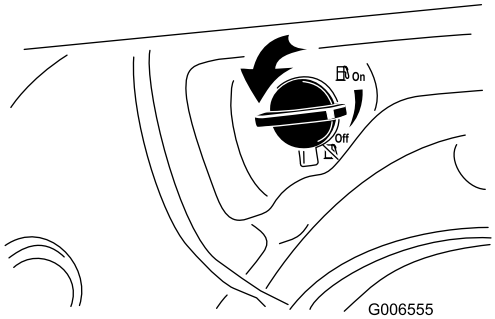

Figur 20
2. Drei drivstoffavstengningsventilen mot klokken 1/4 runde for å åpne den (Figur 20).